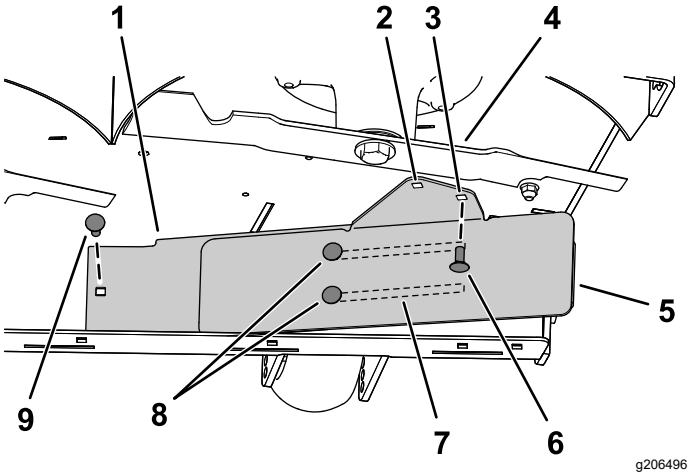

Figure 10
3. Install the left side of the baffle using a carriage bolt (5/16 x 3/4 inch) and flange nut (5/16 inch) as shown in Figure 10.
4. Loosen the 2 carriage bolts (5/16 x 3/4 inch) in the baffle slots, and slide the baffle until the hole aligns with the hole in the mower deck (Figure 10).
5. Install baffle as shown in Figure 10.
Important: **Ensure that you use the correct hole for the baffle; refer to Figure 10.**
6. Tighten the 2 carriage bolts (5/16 x 3/4 inch) in the baffle slots (Figure 10).